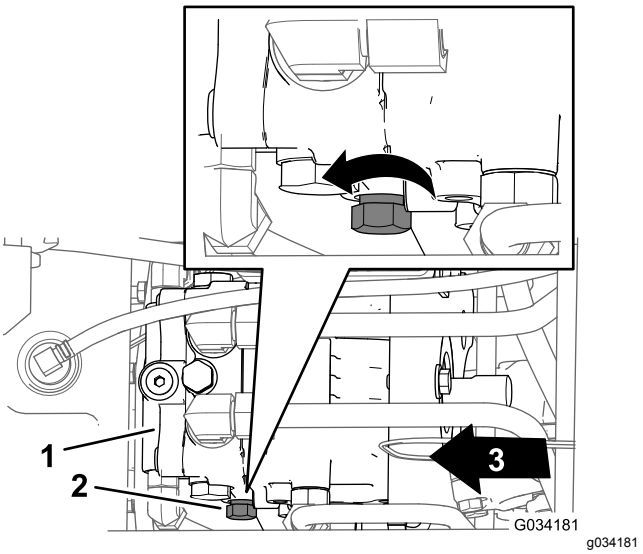

Figur 32
2. Lokalisera förbikopplingsventilens styrreglage på hydraulpumpens vänstra sida (Figur 32).
3. Vrid styrreglaget tre varv moturs (Figur 32).
3. Vrid styrreglaget (Figur 32) medsols tills det tar emot, vilket betyder att förbikopplingsventilen är stängd.